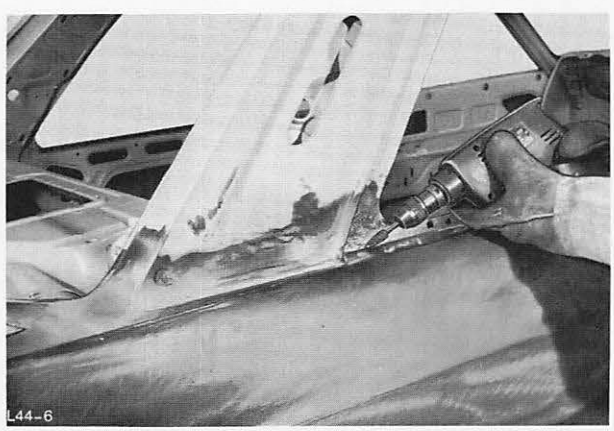

Abb. 176 Schwemmstellen bearbeiten
33. Schwemmstellen bearbeiten, Abb. 176.